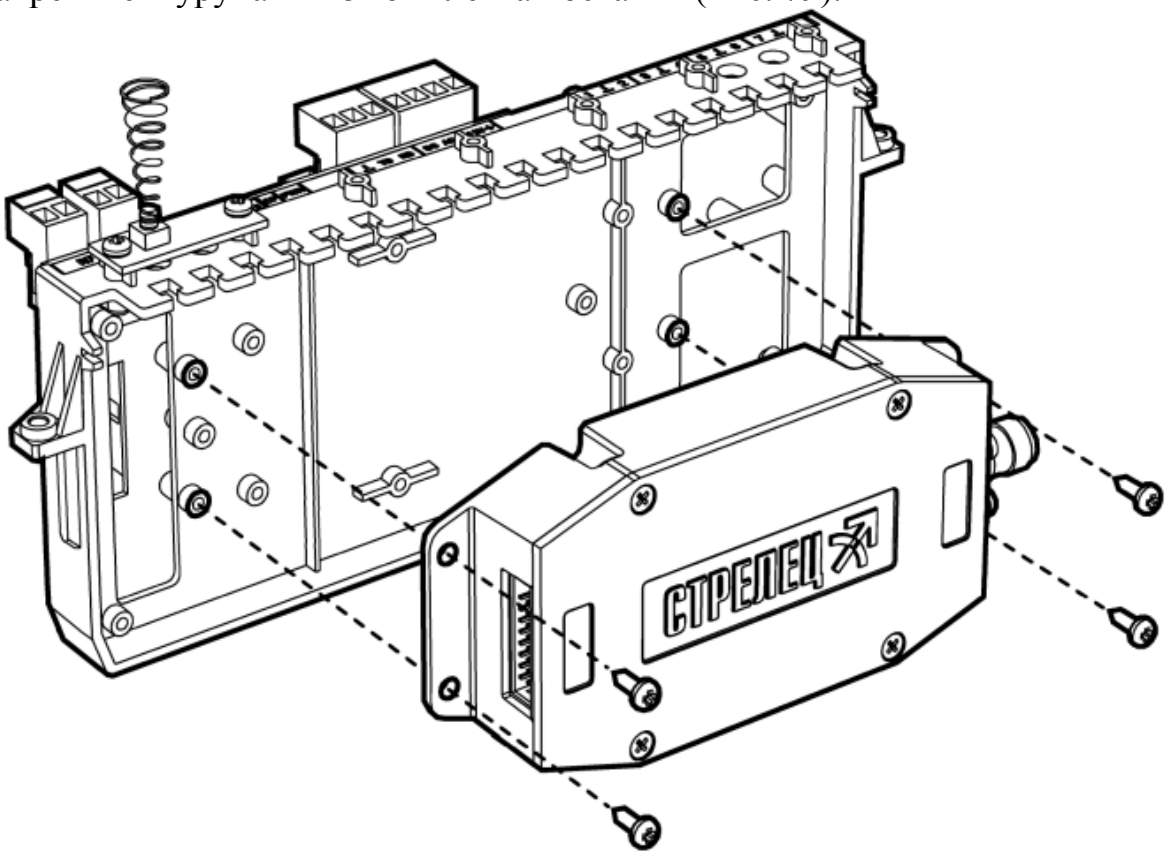

Рис. 79
1. Откройте крышку станции, отключите колодки с проводами питания и извлеките пластиковый держатель с управляющей платой из корпуса станции. Установите радиомодем на обратную сторону держателя и закрепите шурупами из комплекта поставки (Рис. 79).